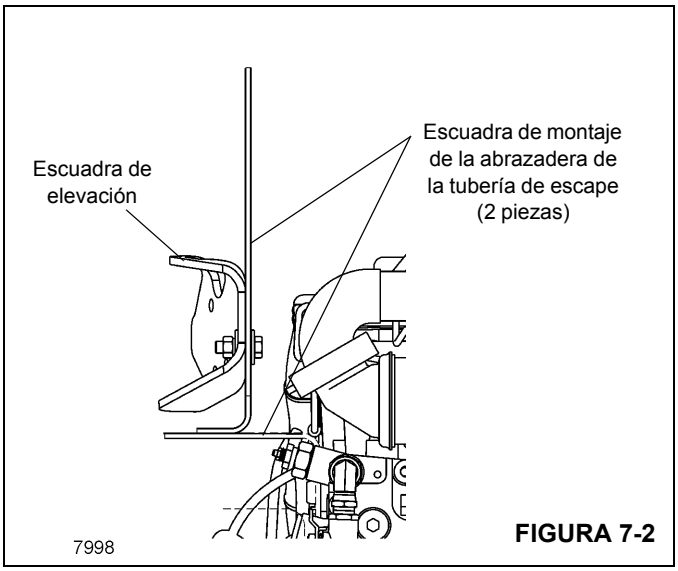

FIGURA 7-2
18. Retire la escuadra de elevación trasera del motor diesel y atorníllela en la escuadra de montaje de la abrazadera de la tubería de escape (Figura 7-2). Instale la escuadra de montaje de la abrazadera de la tubería de escape en donde retiró la escuadra de elevación. Instale la tubería de escape y conéctela en el motor.